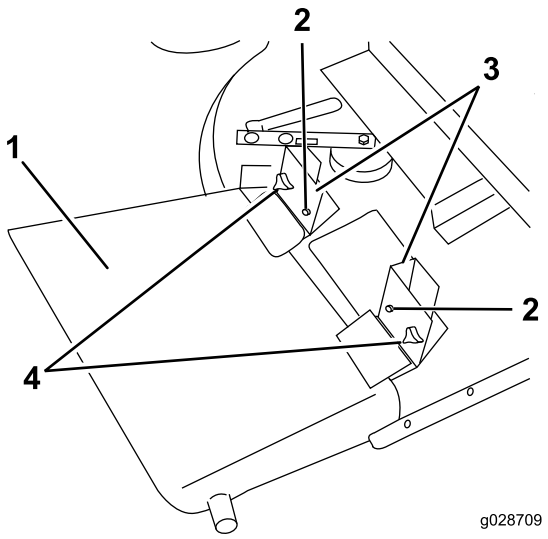

Bild 20
2. Schieben Sie das Grasablenkblech und die Schwenkhalterungen auf die Ausfluchtungsschrauben und befestigen es mit Handrädern und Scheiben an den Befestigungshalterungen (Bild 20).